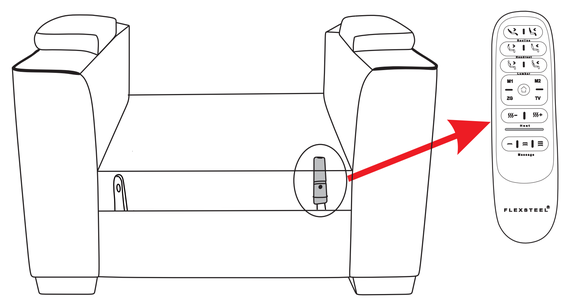

Figure 2
Detach the Wireless Remote (E) from the left side of the back of the Seat (B). (See Figure 2.)